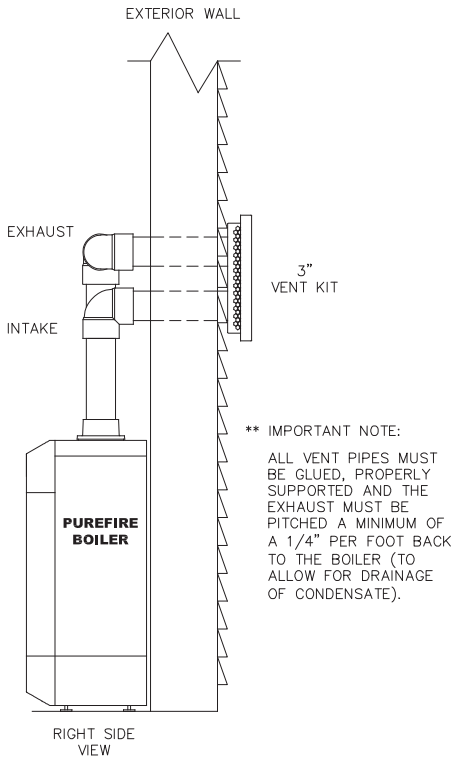

Figure 3.7: Optional Stainless Steel Vent Kit Installation
d. Figures 3.7 and 3.8 show approved sidewall vent configurations using optional vent termination kits.
g. Refer to Figures 3.7 & 3.8 for vertical venting options using PVC or CPVC pipe.